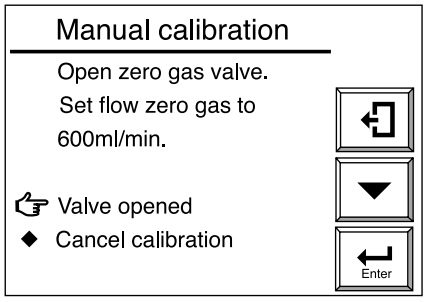
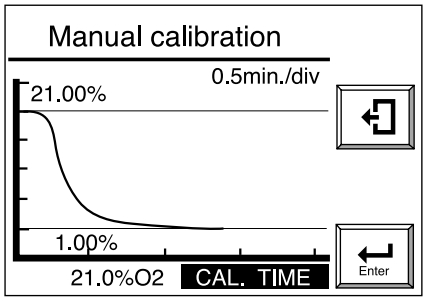

Figura 7.23 Display Portata gas di zero (per calibrazione manuale)
Figura 7.25 Grafico dell'andamento: calibrazione manuale
(7) Seguire i messaggi visualizzati come illustrato nella figura 7.23 per la portata del gas di zero. A tale scopo aprire la valvola regolatrice della portata del gas di zero sull'unità di taratura della portata e regolare la valvola in modo da ottenere una portata di 600 ml/min. ±60 ml/min.
(8) Se è selezionato "Valve opened" come nella figura 7.23, viene visualizzato un grafico dell'andamento della concentrazione d'ossigeno (con la concentrazione d'ossigeno misurata attualmente) (vedi figura 7.25). Il messaggio CAL TIME in basso nel display lampeggia. Esaminare il grafico dell'andamento ed attendere che il valore misurato si stabilizzi in prossimità della concentrazione del gas di zero sul grafico. A questo punto non è stata ancora effettuata la calibrazione, per cui anche se il valore misurato è superiore o inferiore alla concentrazione del gas di zero, non vi sono problemi.